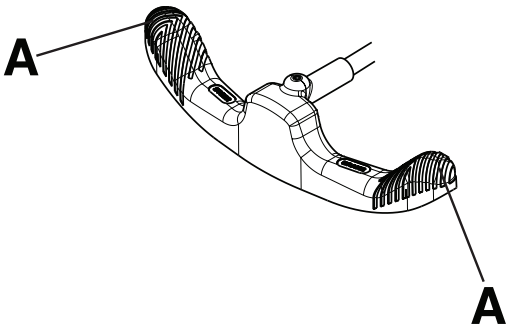

Figura 2 – Uso del pedal de freno/dirección
Nota - No presione el centro del pedal de freno/dirección. Presione siempre el extremo exterior (A) del pedal de freno/dirección (Figura 2).